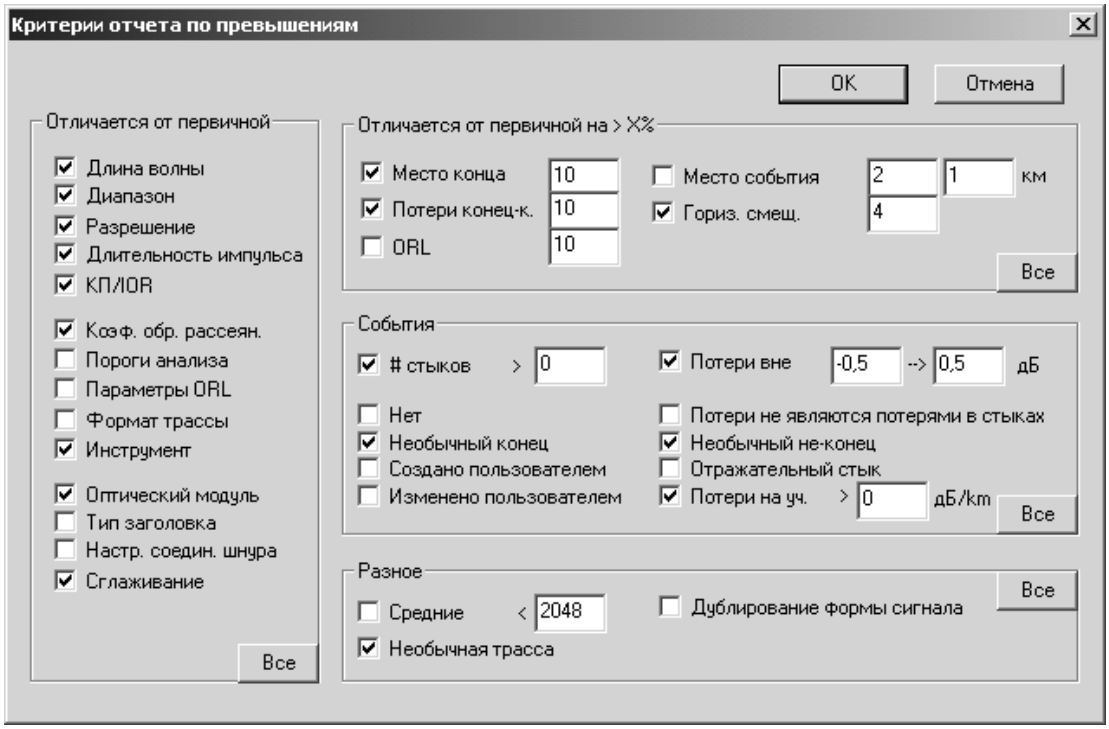

Рисунок F-2: Диалоговое окно Отчет по превышениям
7. Выберите нужные критерии в диалоговом окне “Отчет по превышениям” (Рисунок F-2) и щелкните OK.